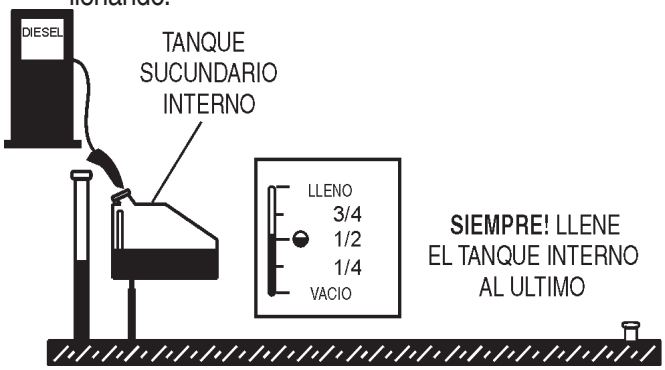

**Figura 35. Llenando el tanque de combustible interno secundario**
4. Una vez que el tanque del remolque este lleno, puede ahora llenar el ***tanque interno secundario*** (consulte Figura 35). Observe como sube el nivel del tubo de llenado del remolque cuando el tanque interno se está llenando.